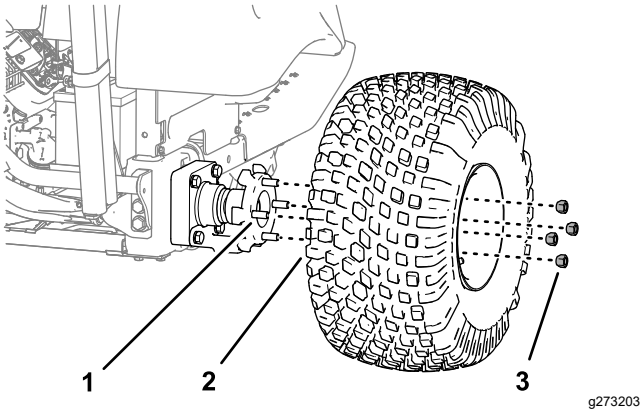

Figur 30
2. Fjern de 4 hjulmøtrikker, der fastgør hjulet på navet, og afmonter hjulet og dækket (Figur 30).
7. Monter dækket og hjulet i tapperne på hjulnavet (Figur 30) med de 4 hjulmøtrikker, som du fjernede i trin 2, og stram møtrikkerne med håndkraft.